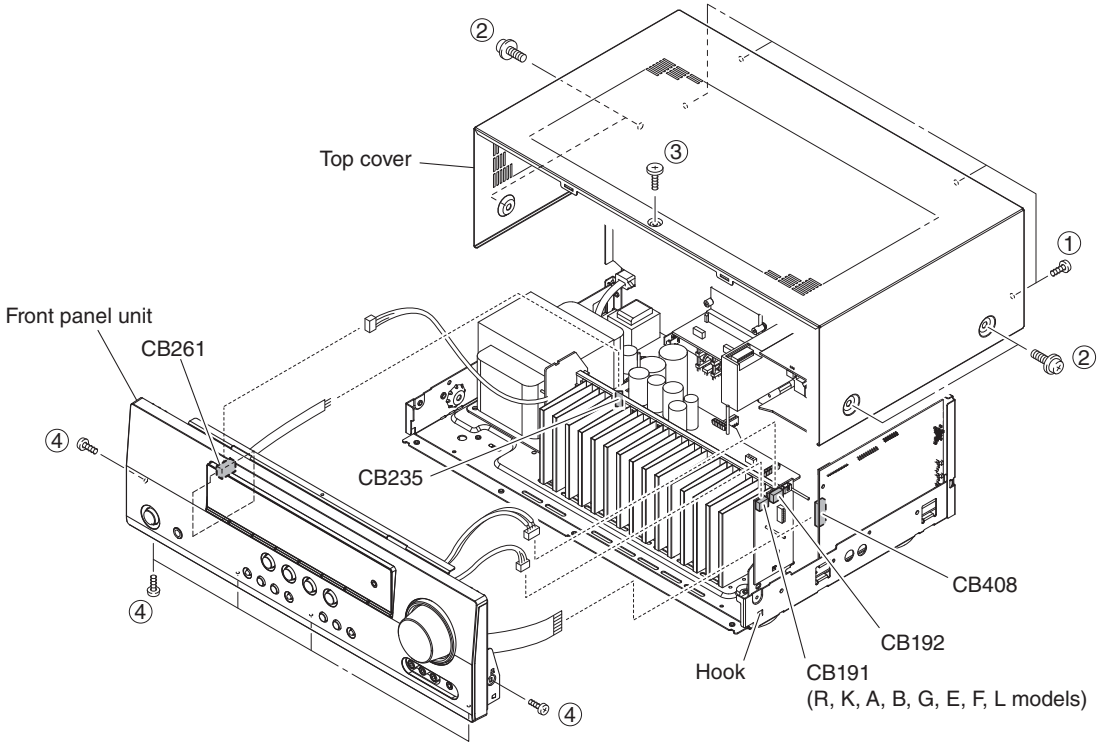

Fig. 1
a. Remove 4 screws (①), 4 screws (②) and screw (③). (Fig. 1)
b. Slide the top cover rearward to remove it. (Fig. 1)
a. Remove 6 screws (④). (Fig. 1)
b. Remove CB191 (R, K, A, B, G, E, F, L models),CB192, CB261 and CB408. (Fig. 1)
c. Unlock and remove CB235. (Fig. 1)
d. Release hook and then remove the front panel unit. (Fig. 1)